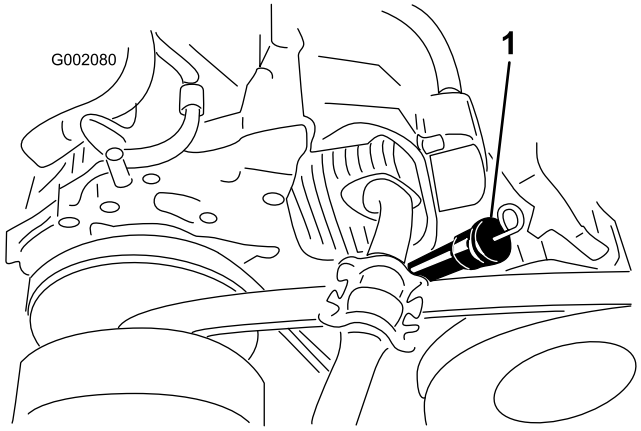

Figur 18
3. Rengør området omkring påfyldningsstudsen (Figur 18) med en klud, så der ikke trænger snavs ned i studsen og beskadiger motoren.
4. Fjern målepinden, og tør pindens ende ren (Figur 18).
5. Før målepinden helt ind i påfyldningsstudsen (Figur 18).
8. Sæt målepinden ordentlig i (Figur 18).